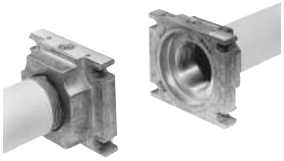

Рис. 23
3. Установить Мультиблок между резьбовыми фланцами (Рис. 23)